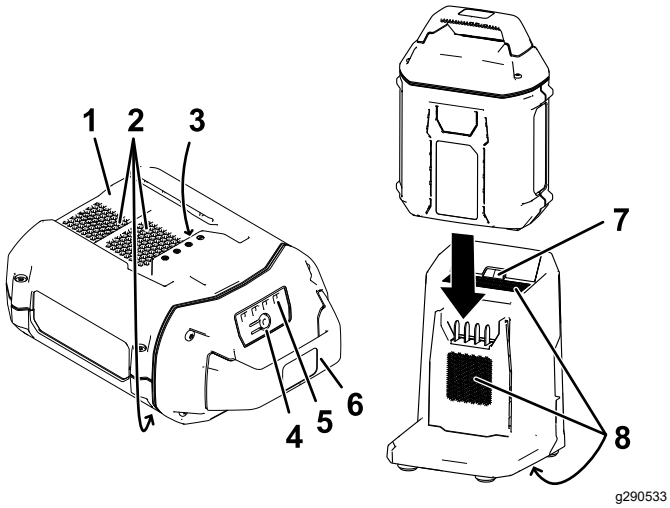

Figuur 20
2. Lijn de holte in het accupack (Figuur 20) uit met de koppeling op de lader.
3. Schuif het accupack in de lader tot het volledig op zijn plaats zit (Figuur 20).